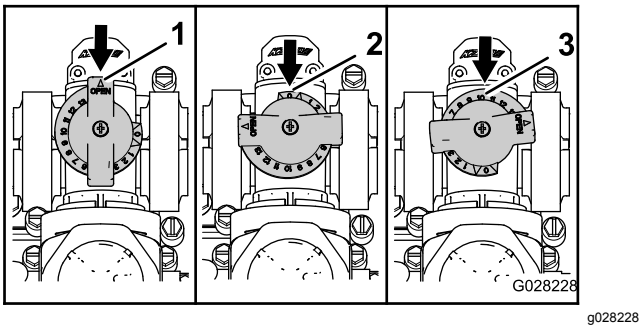

**Figuur 30**
- De mengomloopklep staat in de stand Open zoals getoond in A van Figuur 30.
- De mengomloopklep staat in de stand Gesloten (0) zoals getoond in B van Figuur 30.
- De mengomloopklep staat in een tussenstand (naargelang de drukmeter voor het spuitsysteem) zoals getoond in C van Figuur 30.